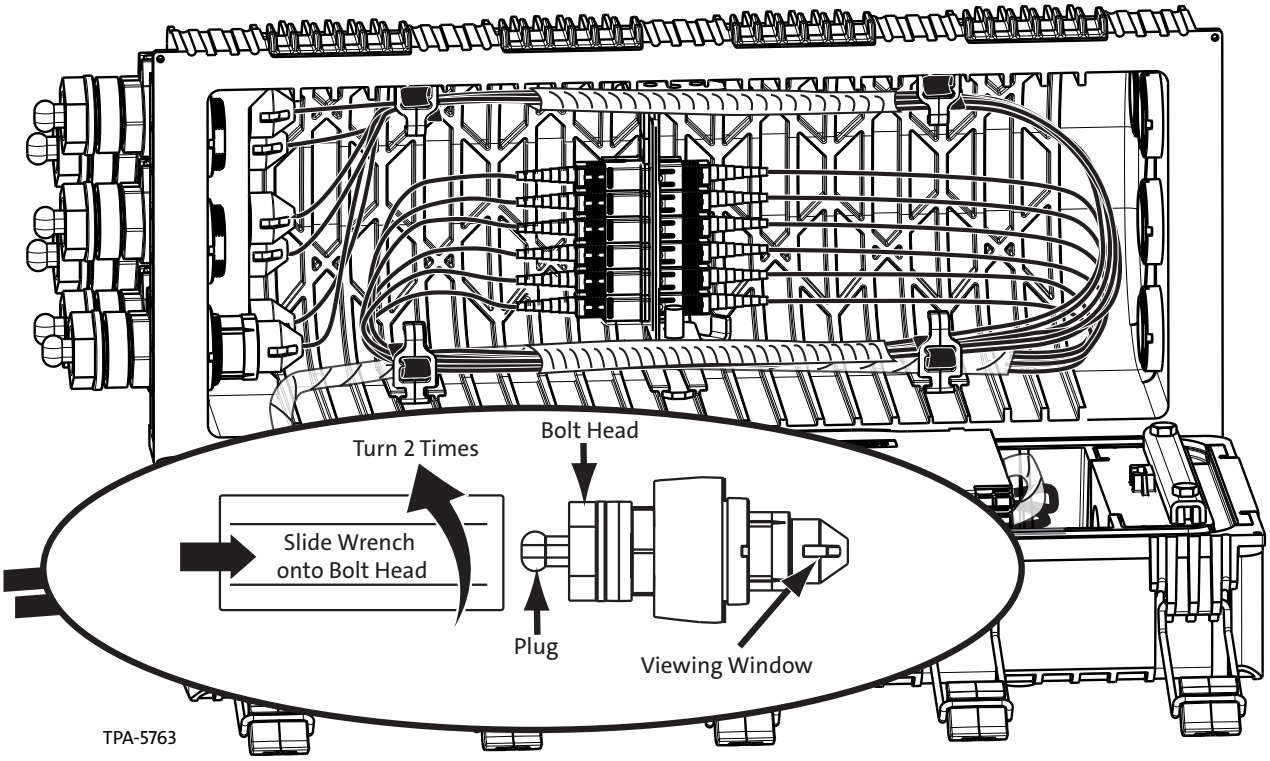

Figure 27
Step 6: Route fiber slack in a clockwise direction in the top of the terminal cover. Secure the fiber slack in the provided hook-and-loop straps (Figure 27) with spiral wrap around the fibers.